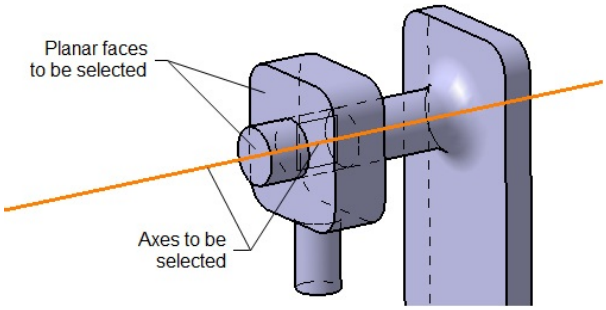

Figure 16-102 *Axes and planar faces to be selected for creating the Revolute joint*
2. Select the axis of the hole in the Guide, as shown in Figure 16-102; you are prompted to select the second line. Note that, in this figure, the hidden edges of the parts are shown for better visualization.
3. Select the axis of the shaft of the Fix Plate, refer to Figure 16-102; you are prompted to select the first plane.
4. Select the planar face of the Guide, refer to Figure 16-102; you are prompted to select the second plane.
5. Select the planar face of the shaft, refer to Figure 16-102.